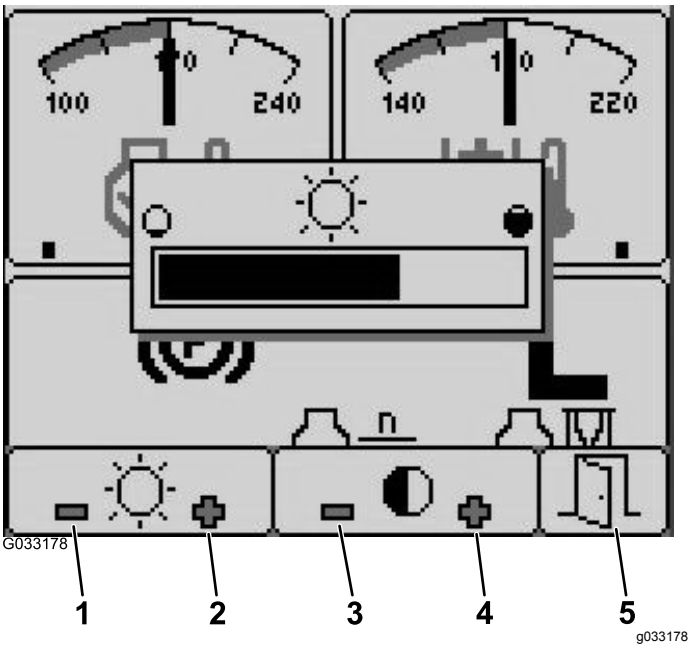

Figur 27
1. Fra startskjermen trykker du på knapp 5 for å få tilgang til popup-menylinjen for lysstyrke/kontrast (Figur 27).
2. Trykk på knapp 1 for å redusere lysstyrken, knapp 2 for å øke lysstyrken, knapp 3 for å redusere kontrasten og knapp 4 for å øke kontrasten (Figur 27).
3. Når du har angitt en lysstyrke/kontrast, trykk på knapp 5 for å avslutte (Figur 27).